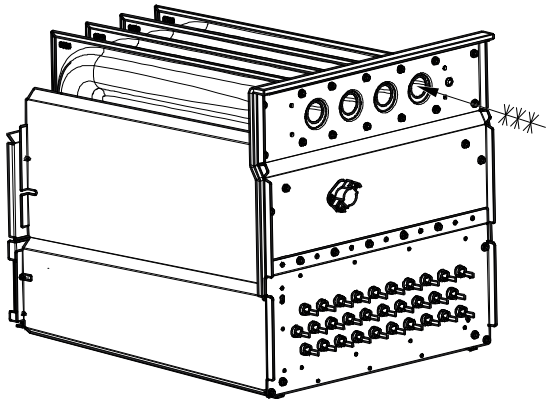

Fig. 67 – Cleaning Heat Exchanger Cell
7. Clean heat exchanger openings with a vacuum and a soft brush (Fig. 67).